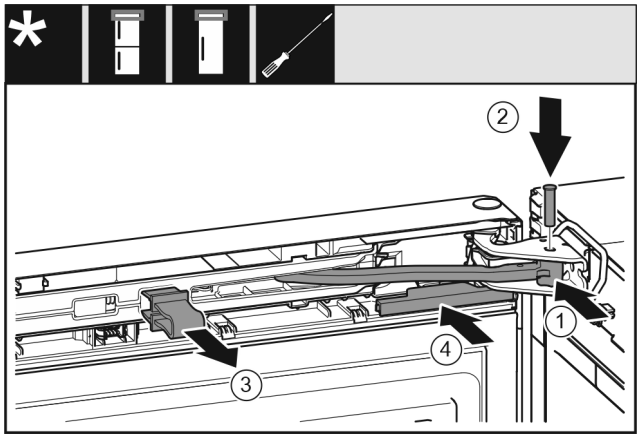

Fig. 21
- ▶ Gelenk in Lagerbock drehen. *Fig. 21 (1)*
- ▶ Bolzen in Lagerbock und Gelenk einsetzen. Dabei darauf achten, dass der Rastnocken korrekt in der Nut sitzt. *Fig. 21 (2)*
- ▶ Sicherung abnehmen. *Fig. 21 (3)*
- ▶ Abdeckung aufschieben. *Fig. 21 (4)*